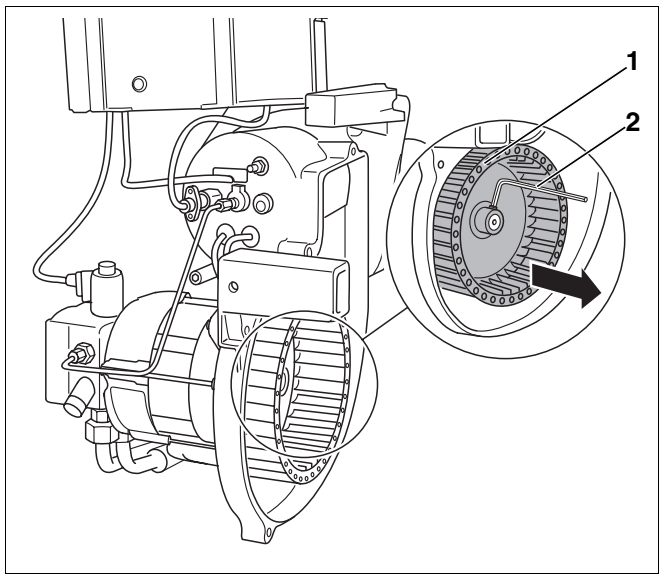

Rys. 31 Kontrola i ew. czyszczenie koła dmuchawy
- Odkręcić koło dmuchawy (rys. 31, **poz. 1**) kluczem imbusowym (rys. 31, **poz. 2**) i zdjąć z wału.
- Ponownie zamontować koło dmuchawy (rys. 31, **poz. 1**).